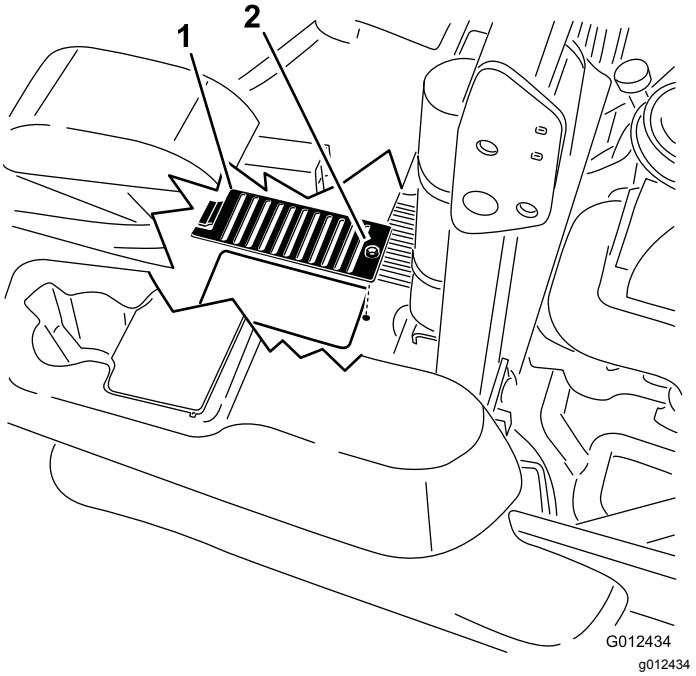

Figuur 78
6. Verwijder de bout en de kap van de peilstokken. Reinig rond de peilstok en de hydraulische eenheid (Figuur 78).